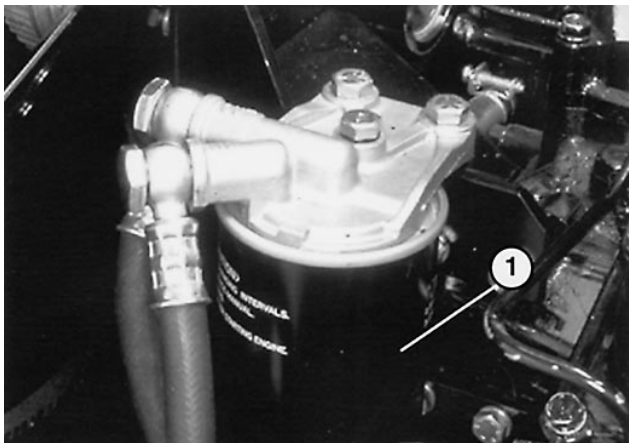

Afbeelding 38
3. Om de 1000 bedrijfsuren, of jaarlijks, moet u de brandstoffilter vervangen (Afb. 38)—links voor op de motor—en water uit de brandstoftank laten weglopen. Smeer schone brandstofolie op de O-ring van de filter. U mag de filter uitsluitend met de hand monteren en vastdraaien.